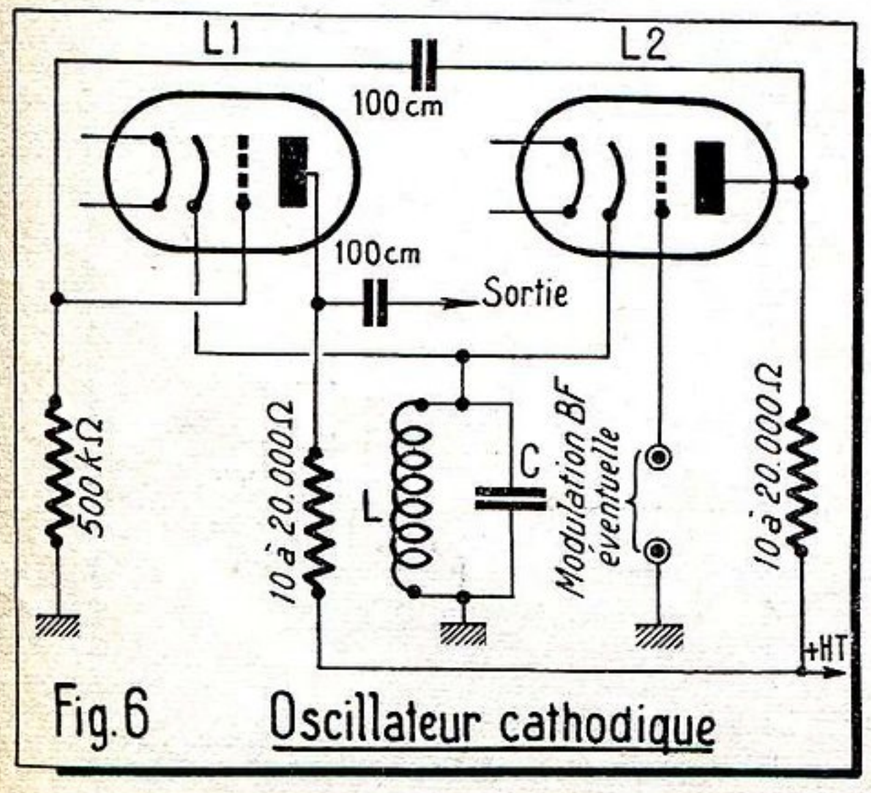

Fig.6 Oscillateur cathodique
V. Oscillateur cathodique (figure 6).